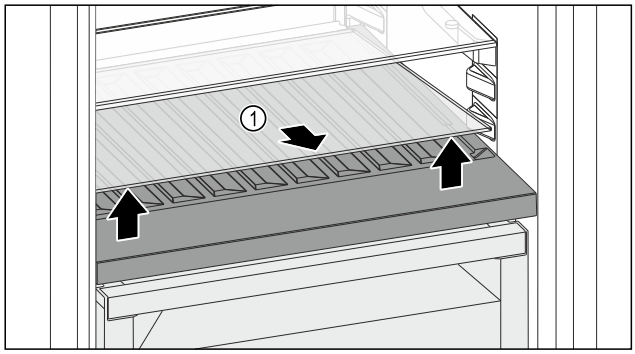

Fig. 184
▶ Ridicați în față și extrageți placa de sticlă *Fig. 184 (1)* din degajare.
▶ Păstrați placa de sticlă *Fig. 184 (1)* în siguranță în afara aparatului.